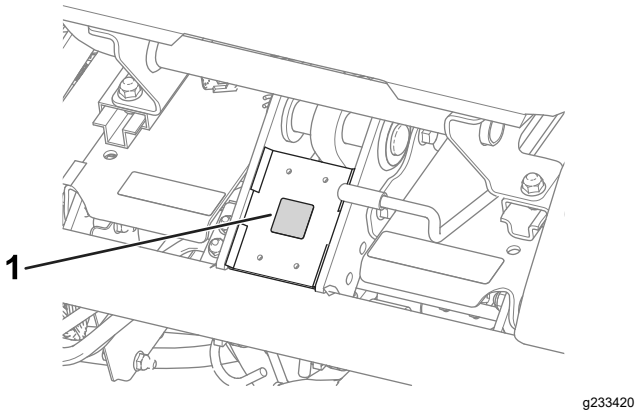

Rysunek 11
- Przyklej etykietę ze znakiem CE do ramy pod przednią częścią fotela (Rysunek 11).